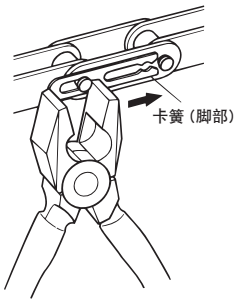

图19. 用老虎钳夹住卡簧
2) 若卡簧的脚部过度张开，会因无法正确插入而脱落，导致意外事故，请加以注意（图19、20）。